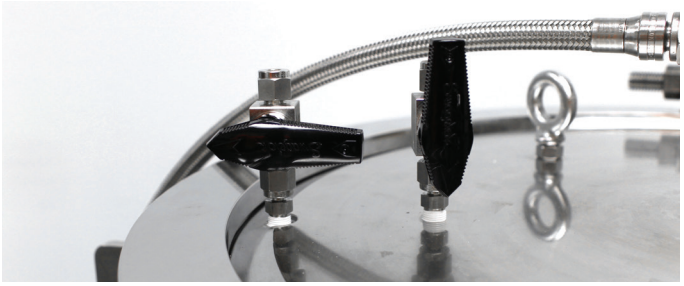

Figure 37. The cartridge compression vent valve (left) closed and the top vacuum break valve (right) open.
c. Open the top vacuum break valve (MV-04) on the top head assembly and wait for ten minutes; see Figure 37 on page 24.